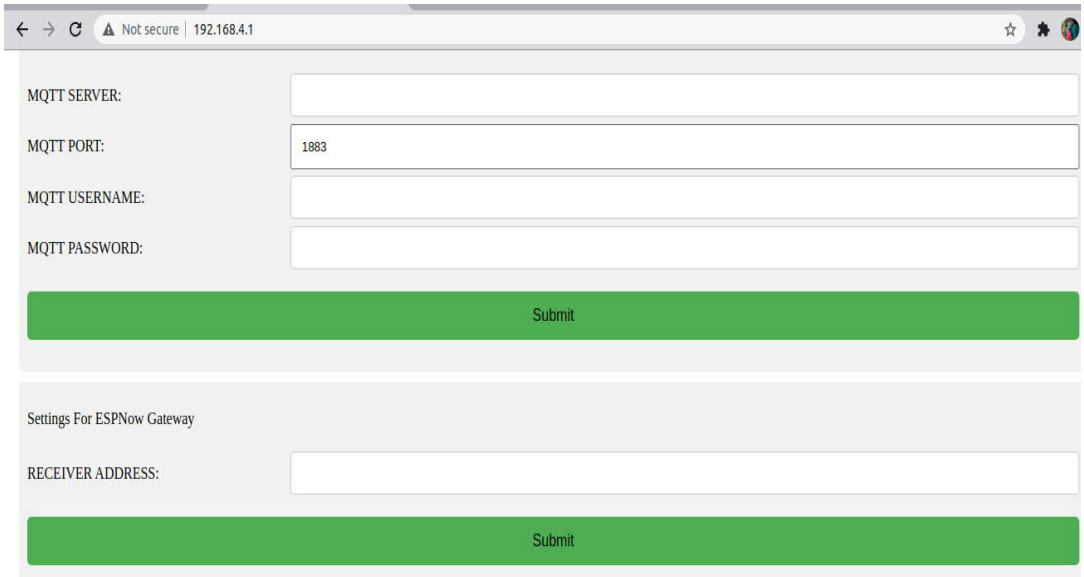

Figure 4.17
4.7.12.9. ***Step 5***: Select Submit; See Figure 4.17